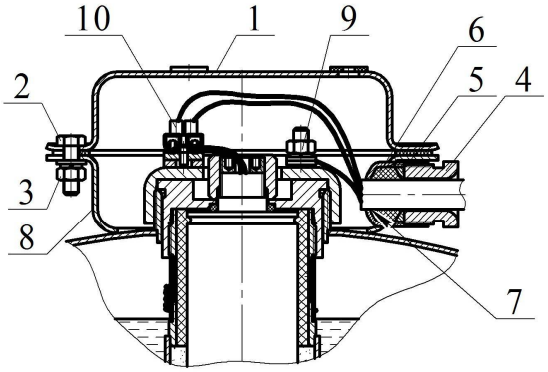

Рисунок 2
г) уплотнительное кольцо (поз. 6, см. рисунок 2), предназначенное для герметизации монтажного кабеля по согласованному с Потребителем его наружному диаметру;
2.1.2 Произвести монтаж вводной коробки МУПТВ (см. рисунок 2) в следующей последовательности.